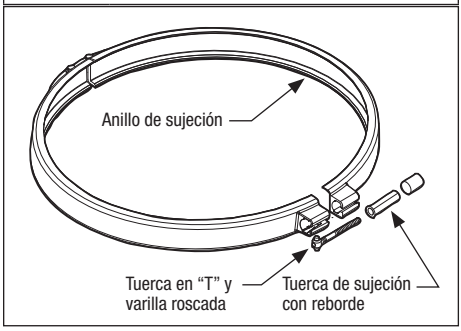

Figura 6. Anillo de sujeción del filtro
1. Asegúrese de que el lugar de colocación de la junta tórica esté limpio y que la junta tórica esté en la posición correcta en la mitad inferior del tanque. Presione la tapa del filtro sobre la mitad inferior, intercalando la junta tórica entre las dos (2) mitades.
3. Coloque el conjunto de tuerca en “T” y varilla roscada en la abrazadera. Asegúrese de que la tuerca en “T” esté colocada en la abrazadera en la orientación adecuada (consulte la Figura 6).